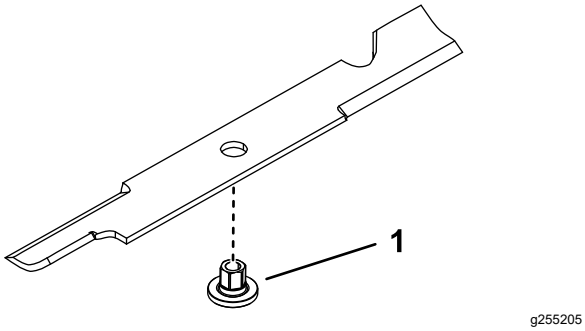

Rysunek 108
1. Zamontuj tuleję przez ostrze z kołnierzem tulei po stronie dolnej ostrza (od strony trawy) (Rysunek 108).